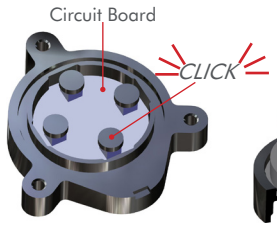

Figure 3
STEP 5: Reassemble Foot Switch. Make sure black caps click when pressed. If caps don't click, rotate board 1/4 turn and reinstall. **FIG. 3 & 4**